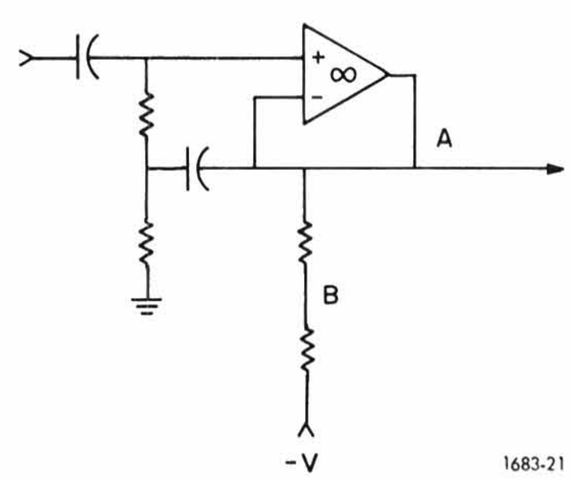

Figure 4-7. Simplified schematic of amplifier.
Voltage-to-Voltage Amplifier. The voltage-to-voltage amplifier consists of the isolation amplifier (Q1-Q4) and the differential amplifier (Q5-Q9). As mentioned previously, the isolation amplifier serves as a buffer for the high voltage (HV) probe. The amplifier has unity gain. Q31 serves as a switch to quickly discharge C1, following the application of a bias voltage. Figure 4-7 shows a simplified schematic of the amplifier.